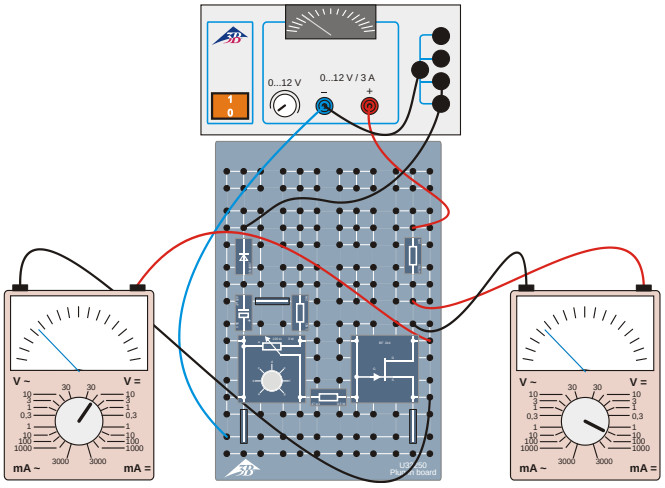

Fig. 4: Voltmètre entre Drain et Source.
- À présent, branchez le voltmètre entre Drain et Source, pôle positif à Drain (Fig. 4).